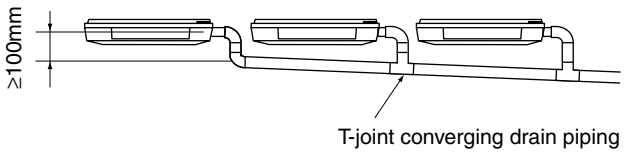

Fig. 29
- Do not twist or bend the drain hose (1), so that excessive force is not applied to it, as this could cause leaks.
- If converging multiple drain piping, install according to the procedure shown below. **(Refer to Fig. 29)**